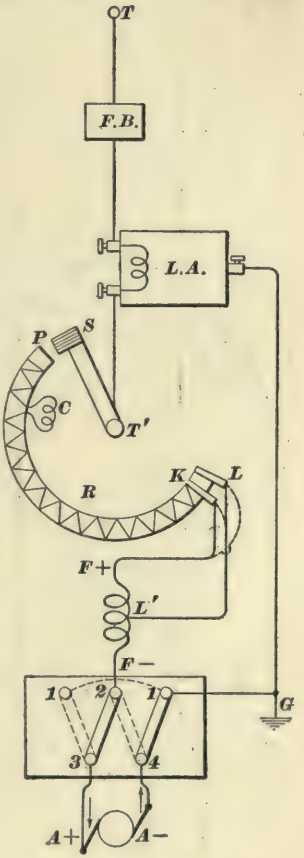

FIG. 3.
**4. Rheostat With Loop.**—If the motor has a loop wire, Fig. 3, it is very easy to get the $F+$ field wire running into $K$ and the loop wire running into $L$ confused, because they are very close together throughout their length. Such an error in connections is indicated by the dotted lines in Fig. 3. With the loop wire running into $K$, as shown here, the current passes through the loop wire as soon as the shoe $S$ touches plate $P$; since the $F+$ field wire runs to $L$, which does not act until the shoe touches it, the car starts up on that part of the field coil which lies between $F-$ and $L'$. The starting power